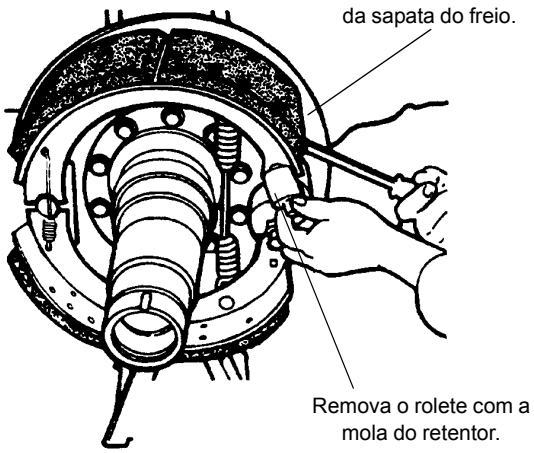

FIGURA 8-17
9. Com uma chave de fenda grande ou uma alavanca, eleve a sapata superior e remova o rolete e o retentor como uma unidade (consulte a Figura 8-17).